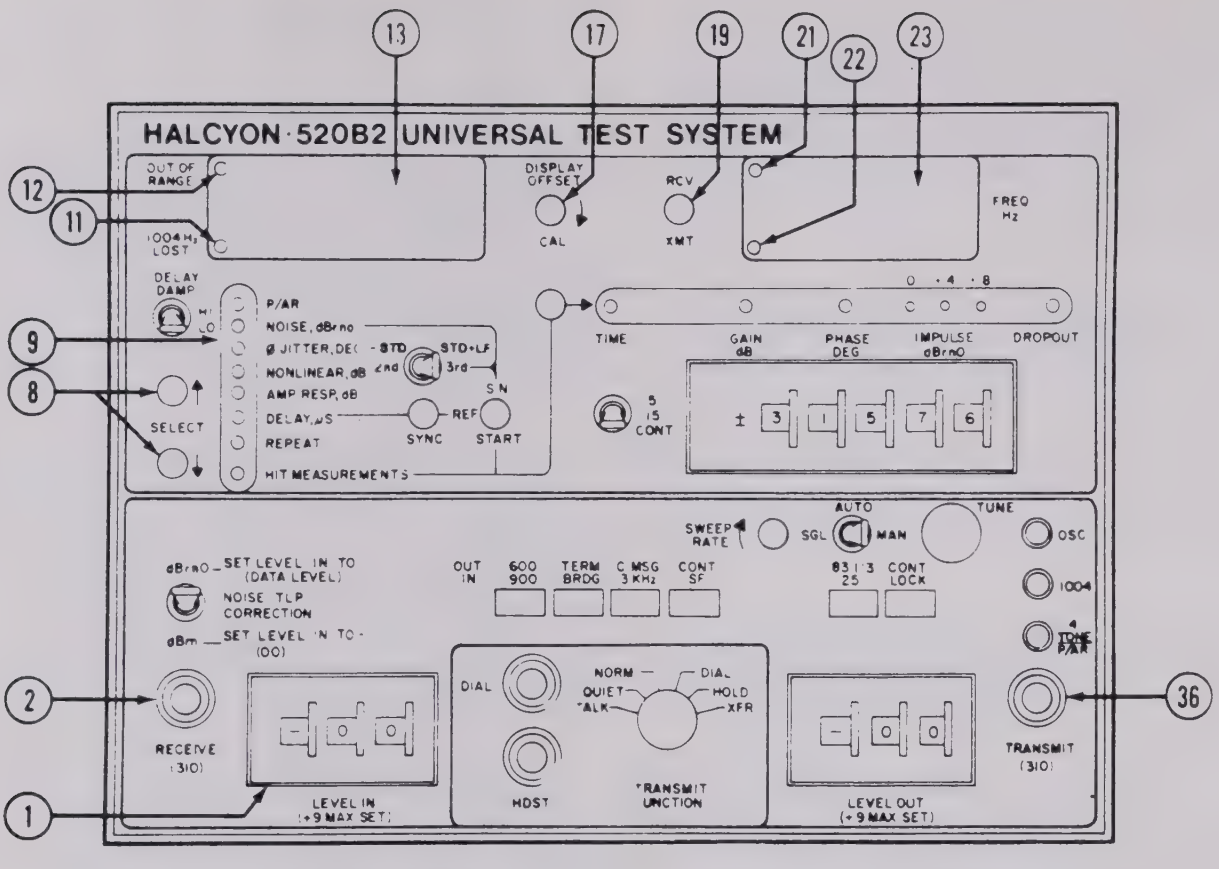

Figure 3-6. Primary Display, Non-valid Measurements, DISPLAY OFFSET, FREQ Hz Display, and RCV/XMT Control Groups
d. Display Controls. (See figure 3-6.)
(1) Primary Display (13). The left display is used as the primary measurement readout for all measurement modes. The display is dedicated to the receive section with measurement parameter and display units controlled by the mode SELECT switches (8) and associated mode indicators (9). Two "non-valid measurement" LED indicators are incorporated within the primary display window: